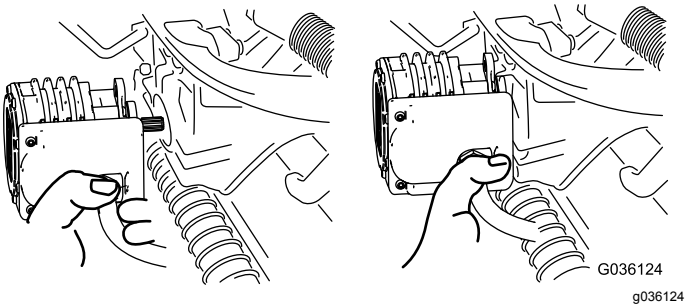

Figur 57
4. Flytta motorn till förvaringsutrymmet framför upphängningsarmen (Figur 57).